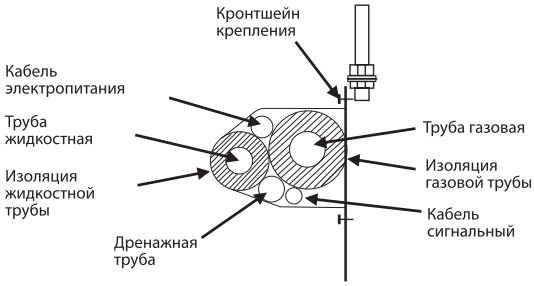

Рисунок 34 - Схема связывания трассы
• Трубопроводы хладагента, силовой и межблочный кабели, а также дренажный трубопровод (при необходимости), должны быть связаны в единый пучок изоляционной лентой в следующем порядке (см. рисунок 34):